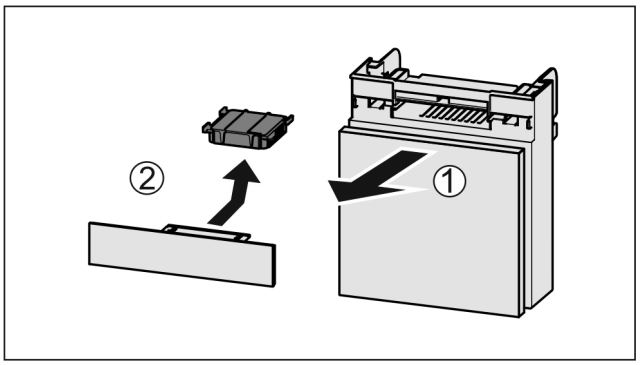

Fig. 190
▶ Extrageți *Fig. 190 (1)* compartimentul către înainte.
▶ Scoateți *Fig. 190 (2)* filtrul de cărbune activ.